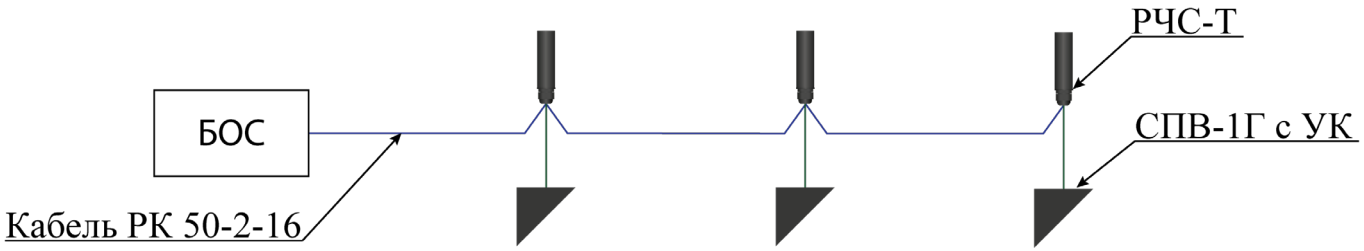

Рисунок 4.35 – Организация отдельной зоны охраны ворот (калитки) с использованием сенсора СПВ-1Г с узлом крепления
4.6.1.2 Как правило, охрана ворот (калитки) осуществляется с образованием отдельной зоны охраны (рисунок 4.35, 4.5).